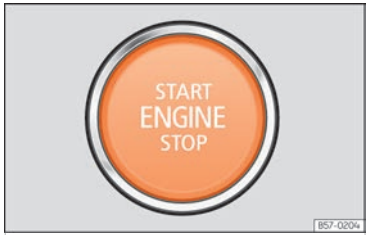

Fig. 86 En la parte inferior de la consola central: pulsador de arranque.
Al acceder al vehículo el pulsador de arranque ››› fig. 86 parpadea para llamar la atención sobre él.
- Presione el pulsador de arranque ››› fig. 86 sin pisar el acelerador. Para que el motor arranque debe haber una llave válida en el vehículo. Tras arrancar el motor la iluminación del pulsador START ENGINE STOP cambia a iluminación fija indicando que el motor esta arrancado.